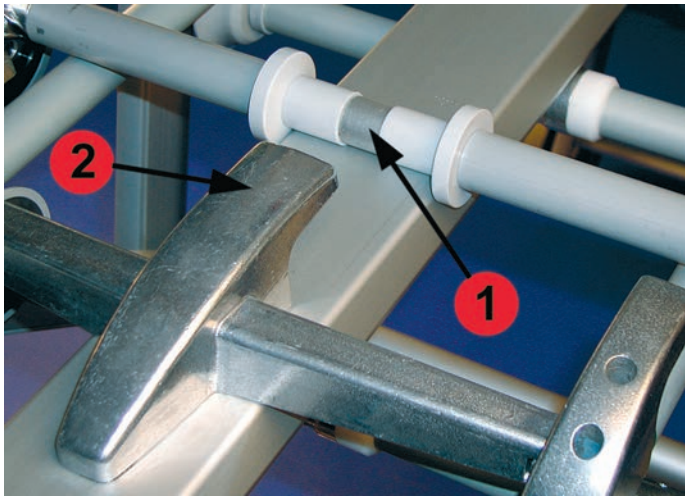

Bild 18
■ Dabei müssen die Querverbindungen mit Adapter (Bild 17) hinter den Monoblöcken (Bild 18/2) aufliegen.
! Auf die Zentrierung der Trage durch die Spurrollen (Bild 18/1) auf dem Zentralprofil ist zu achten.